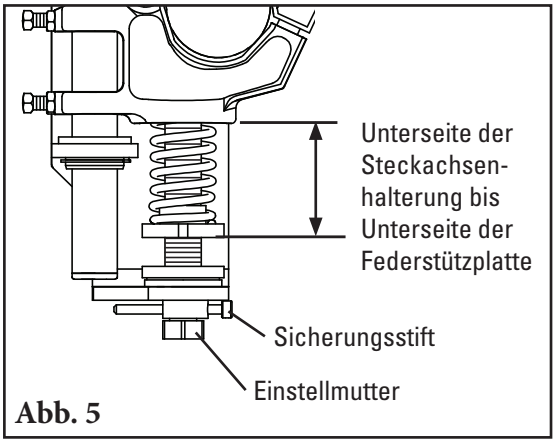

Abb. 5
5. **Die Blattspannung einstellen.** Die Stellmutter drehen, bis die korrekte Federkompression erreicht ist (Abb. 5). Die Federkompression wird von der Federlänge bestimmt. Siehe in der Tabelle unten die richtige Federlänge für Ihre Bandbreite. Die Sicherungsstifte wieder einsetzen.